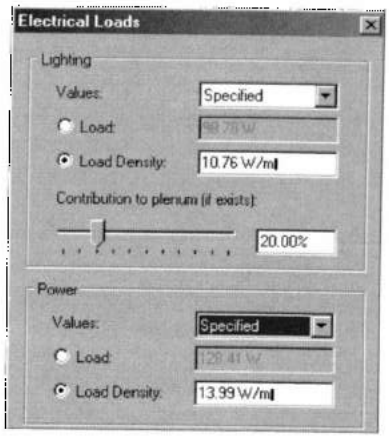

Рис. 38.10. *Настройка электрической нагрузки помещения по освещенности и по силовым цепям*
- **Electrical Loads** (Электрические нагрузки) – настройка электрической нагрузки на помещение. Эта нагрузка определяется согласно спецификациям для освещения и силовых цепей. Щелчок по кнопке **Edit** в строке этого параметра открывает бокс **Electrical Loads** (рис. 38.10), где выполнить следующую настройку: